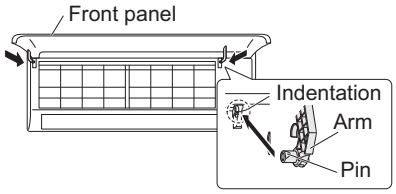

Fig. 2-255
(1) While aligning the top edge of the grille with the frame, move the grille horizontally and insert the top and bottom into the frame.
(2) Press the grille firmly with your hand to ensure no gap exists between the frame and grille.
(3) Tighten the 6 screws. And fix the removed covers in place.
(4) Grasp the sections near the front panel arms on both sides, and hold the front panel so that it is nearly horizontal. Push the arm shafts towards the outside so that they come into contact with the top of the indentations on the right and left sides of the air conditioner. Then push firmly until the arm shafts click into place. (Fig. 2-255)
(5) Remount the lower flap.